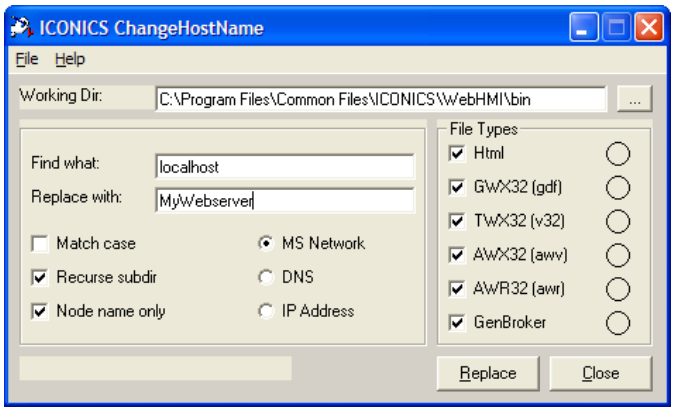

Figure L8.16: Change Host Name Utility
2. Open the **Change Host Name Utility** from **Start → Programs → ICONICS WebHMI**. The utility will look like **Figure L8.16.**